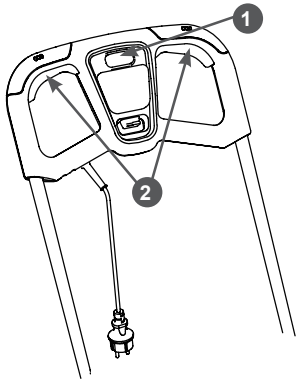

Рис. 13 Включение газонокосилки
1. Нажмите и удерживайте кнопку 1 блокировки (Рис. 13).
2. Нажмите рычаг включения 2 (Рис. 13).
Чтобы выключить газонокосилку отпустите рычаг включения 2 (Рис. 13).